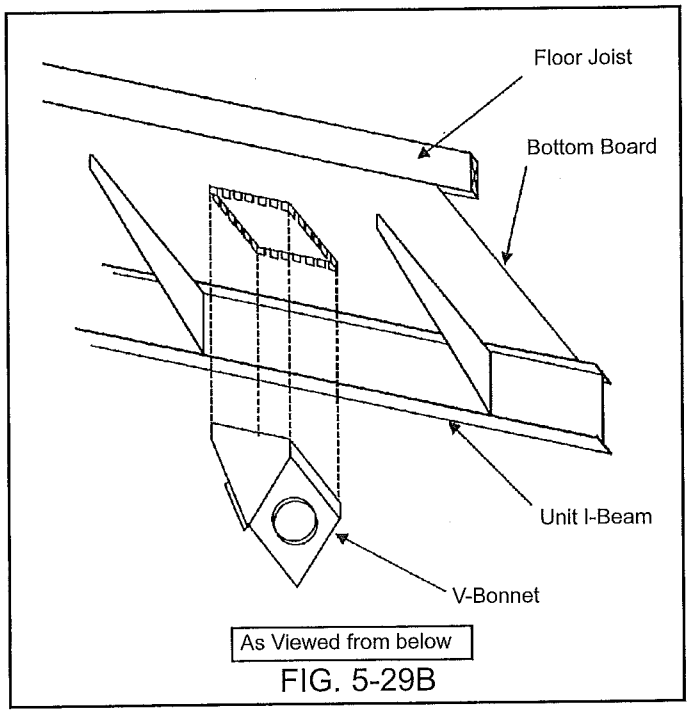

FIG. 5-29B
2. Fit tabs inside V-Bonnet and secure with #8x3/4" screws in holes provided on tabs (3 per side — 12 total) (See Fig. 5-29B).